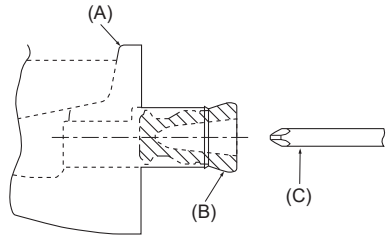

Fig. 5-1
- Per la tubazione sul lato sinistro dell'unità, accertarsi di inserire il tappo di gomma nell'apertura di drenaggio destra. (Fig. 5-1)